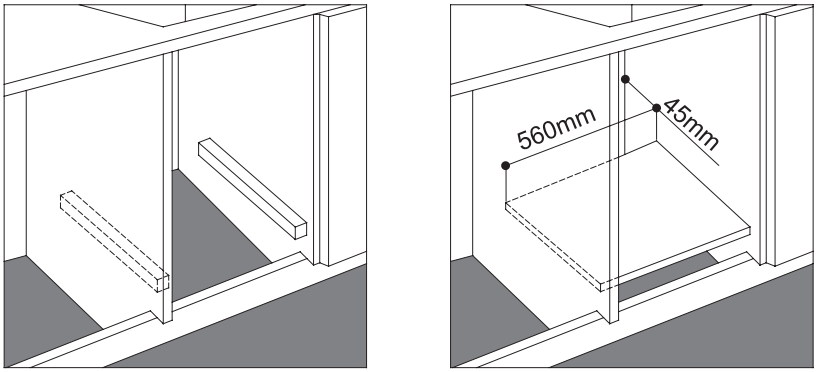

Рис. 7
8. Если варочная поверхность устанавливается над встроенной духовкой, предпочтительнее, чтобы духовка опиралась на два деревянных бруса, прикрепленных к внутренним стенкам корпуса кухонной мебели; при объединенной поверхности кухонного комплекса, должен быть обеспечен зазор позади духового шкафа не менее 45 x 560 мм (Рис. 7).